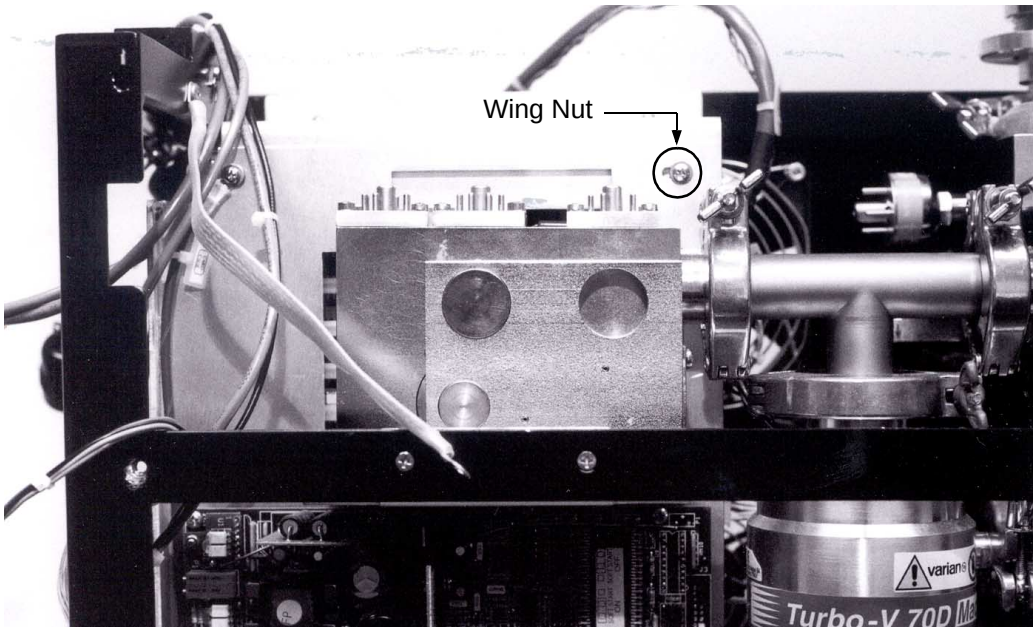

Figure 5-25 NW-25 Quick Clamp on Turbo-to-Spec Tube Manifold
7. Remove the NW-25 quick clamp to disconnect the spectrometer tube from the turbo-to-spec tube manifold (Figure 5-25).